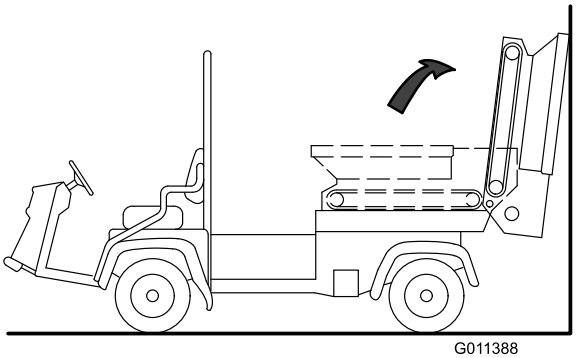

**Figuur 33**
5. Pivot hopper rearward and lean it against wall, ladder, etc. Laat de hopper niet rusten tegen de achterkant van de machine; dit kan leiden tot beschadiging van de borstel of de hydraulische koppelingen (Figuur 33).
**Belangrijk: Zorg ervoor dat de hopper voorbij het midden gekanteld is en/of vastgemaakt aan een wand of paal om te voorkomen dat de hopper per ongeluk op het werkgebied valt (Figuur 33).**